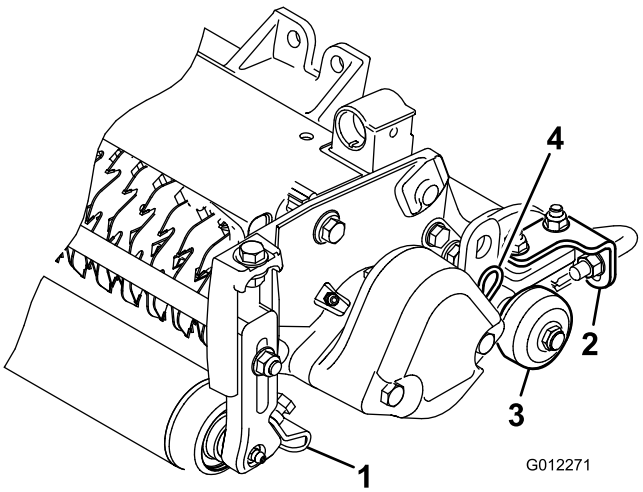

Figur 6
1. Lossa flänsmuttrarna som håller fast rullskraporna (Figur 6).
Skydda bladen från kontakt med hårda ytor genom att sänka ner transportrullarna (Figur 6) innan vertikalklipparen sänks ner till verkstadsgolvet eller tas bort från traktorenheten.